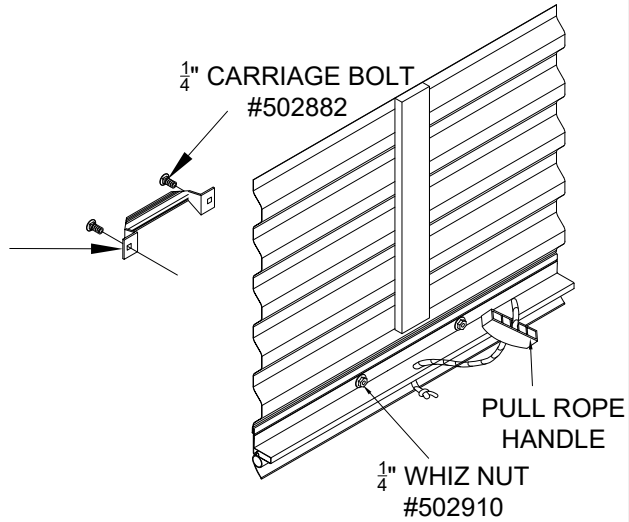

Figure 9
8.1 Pull rope handle: Tie a knot in one end of the rope. Slide the plastic handle onto the rope and pull the knot up into the handle. Pass the other end of the rope through the hole in the center of the bottom edge of the door and tie another knot in the end to keep the rope from pulling through *(See Figure 9).*